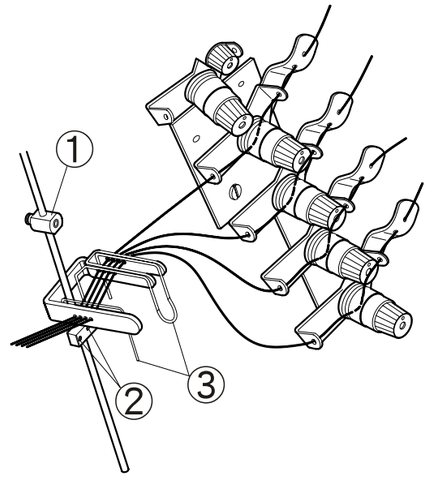

Fig. 38
1. Cuando la barra guía conector del equipo de control de hilo no esta operativa, e.j. el punto muerto superior, el hilo de aguja y el hilo del bucleador no deben verse como en la Fig. 38
4. Par ajustar el hilo del bucleador, por favor afloje el tronillo 2 y ajuste el 3. (Fig. 38)